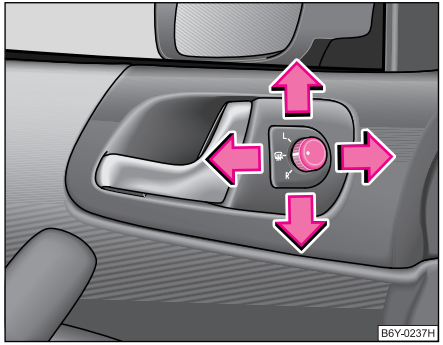

Fig. 45 Interiorul uşii: Buton rotativ
– Aduceţi butonul rotativ în poziţia ⇒ fig. 45. ▶